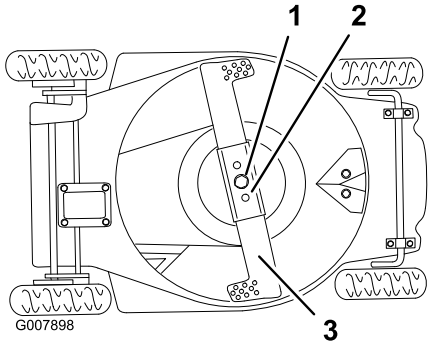

Figuur 30
2. Kantel de maaimachine op de **linker** zijde (Figuur 30).
2. Verwijder de mesbout, klemring, het mes en de mesversteviger (Figuur 30).